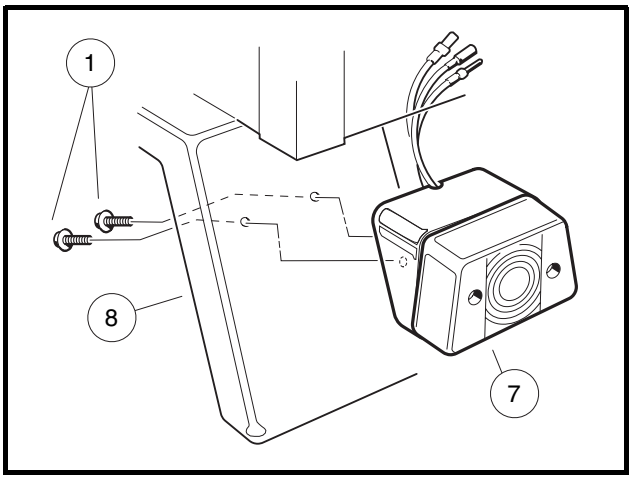

Figure 12-34 Mount Taillight To Rear Fender
2. Remove the screws (1) securing the taillight (7) to the rear fender (8) **(Figure 12-34, Page 12-30)**.
2. Mount the taillight to the rear fender with two screws **(Figure 12-34, Page 12-30)**.